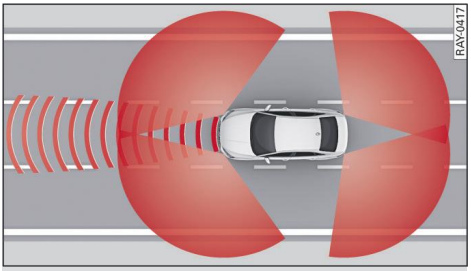
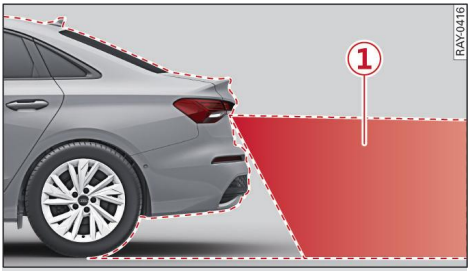

Fig. 89 Areas covered by the sensors
Fig. 90 Area covered by reversing camera
Depending on the vehicle's equipment, the entire area surrounding the vehicle can be detected ⇨ *Fig. 89*.
The reversing camera is only able to detect the area shown in red ① ⇨ *Fig. 90*. Only this area is shown on the centre display ⇨ ⚠.
The areas covered by the sensors ⇨ *Fig. 89* and cameras ⇨ *Fig. 90* are examples and do not represent the range to scale.